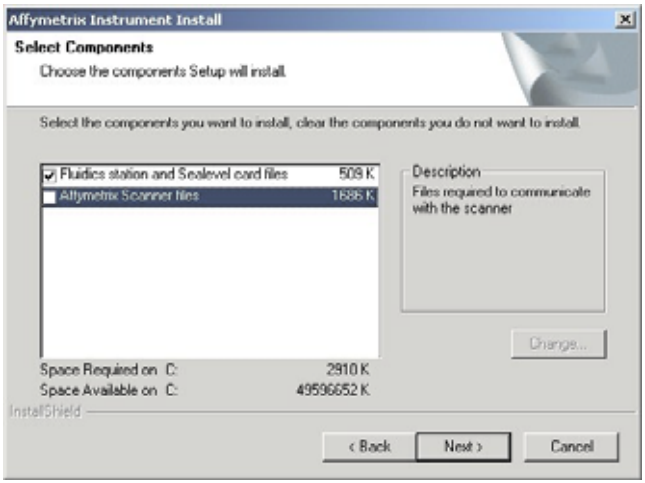

Figure C.17
⇒ The Select Components window appears **(Figure C.17)**.
9. Select the **Fluidics Station Files** option **(Figure C.17)**.